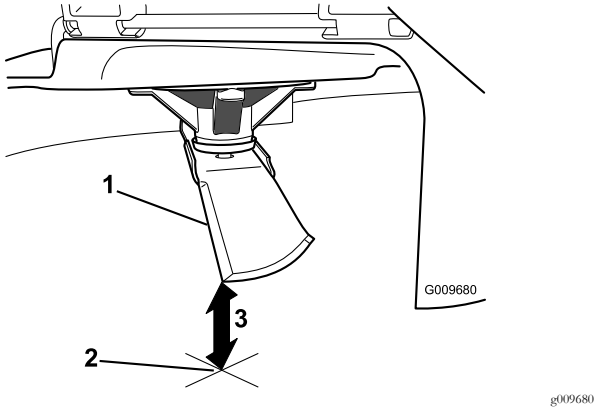

Figuur 53
3. Meet de afstand tussen het uiteinde van het mes en de vlakke ondergrond (Figuur 53).